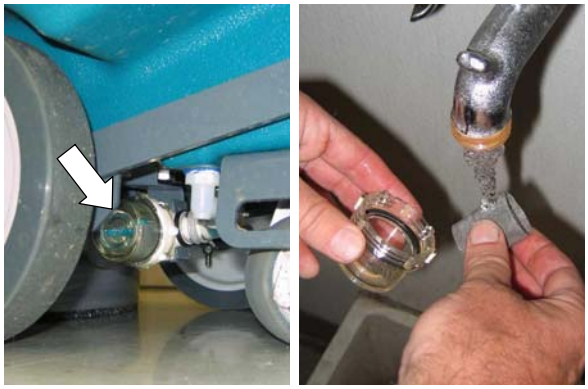

AFB. 44
1. Haal het schoonwatertankfilter van onder de machine en spoel het rooster uit (afbeelding 44). Controleer of de schoonwatertank leeg is voordat u het filter verwijdert.